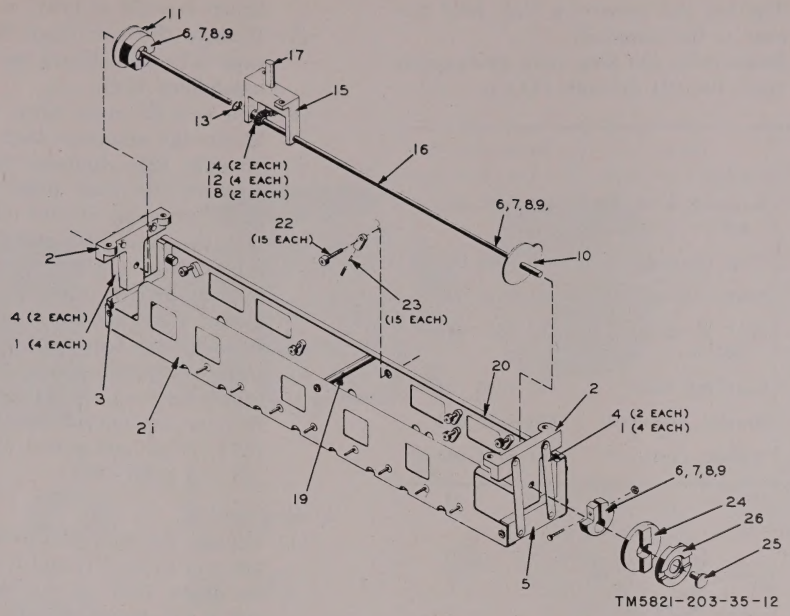

Figure 53. Slug rack mechanism, exploded view.
70. Disassembly and Reassembly of Slug Rack Mechanism (fig. 53)
a. Disassembly. The slug rack mechanism must be partly disassembled ((2) through (8) below) to remove the 1-mc miter gear assembly. Completely disassemble the slug rack mechanism as follows:
(8) Remove the 1-mc miter gear assembly retaining ring (13) and slide the 1-mc miter gear assembly from the camshaft.
(9) Loosen the screw (7) in the clamp (6) that retains the front cam assembly (10). Slide the cam assembly off the camshaft.
(10) Slide the remaining slug rack mounting bracket (2) from the camshaft.
(11) Loosen the screw (7) on the clamp (6) that retains the coupler hub (24) to the camshaft. Remove the retaining coupler pin (25) and slide the cam, clamp, coupler hub, and captive coupler guide (26) off the camshaft.
(12) Remove the four retaining rings (1) from each of the arm assemblies (4) and remove the assemblies from the front and rear slug rack mounting brackets.
b. Reassembly (fig. 53).
(1) Mount the arm assemblies (4) on the front and rear slug rack mounting brackets (2) and retain each with the four retaining rings (1).
(2) Slide the captive coupler guide (26), coupler hub (24), and hub coupler clamp (6) onto the camshaft (16). Insert the retaining coupler pin (25). Tighten the socket head screw (7).
(3) Slide the front slug rack mounting bracket (2) and front cam assembly (10) onto the camshaft.
(4) With the cam assembly (10) one-half inch from the hub coupler clamp, align the hole (not shown) in the cam with the slot in the captive coupler guide (26). Tighten the screw (7) in the cam clamp (6).
(5) Slide the 1-mc miter gear assembly and retaining ring (13) onto the camshaft. Tighten the two sctscrews (12) that hold the miter gear assembly to the camshaft.
(6) Slide the rear cam assembly (11) onto the camshaft and position the cam three-eights of an inch from the end of the shaft.
(7) Align the hole (not shown) in the rear cam with the hole in the front cam and tighten the clamp screw.
(8) Slide the rear slug rack mounting bracket (2) onto the camshaft.
(9) Attach the standoff (19) with one retaining screw to the bottom plate assembly (20).
(10) Attach the bottom plate assembly with the four holding screws to the two guide assemblies (3 and 5).
(1) Remove the slug rack (par. 68*a*).
(2) Perform the procedures in paragraph 70*a* (2) through (8).
(3) Loosen the two setscrews (12, fig. 53) that hold the fab gear (14) to the miter gear shaft (17).
(4) Slide the miter gear shaft from the machined bracket (15).
d. Reassembly of 1-Mc Miter Gear Assembly (fig. 53).
(1) Insert the miter gear shaft (17) in the machined bracket (15).
(2) Place one of the fab gears (14) on the miter gear shaft (17) and tighten the two socket setscrews (12).
(3) With the thrust washer (18) between the other gear and machined bracket, slide the machined bracket and gear onto the camshaft (16).
(4) Tighten the setscrews that hold the gear to the camshaft.
(5) Reassemble the slug rack mechanism (par. 70*b* (6) through (11)).